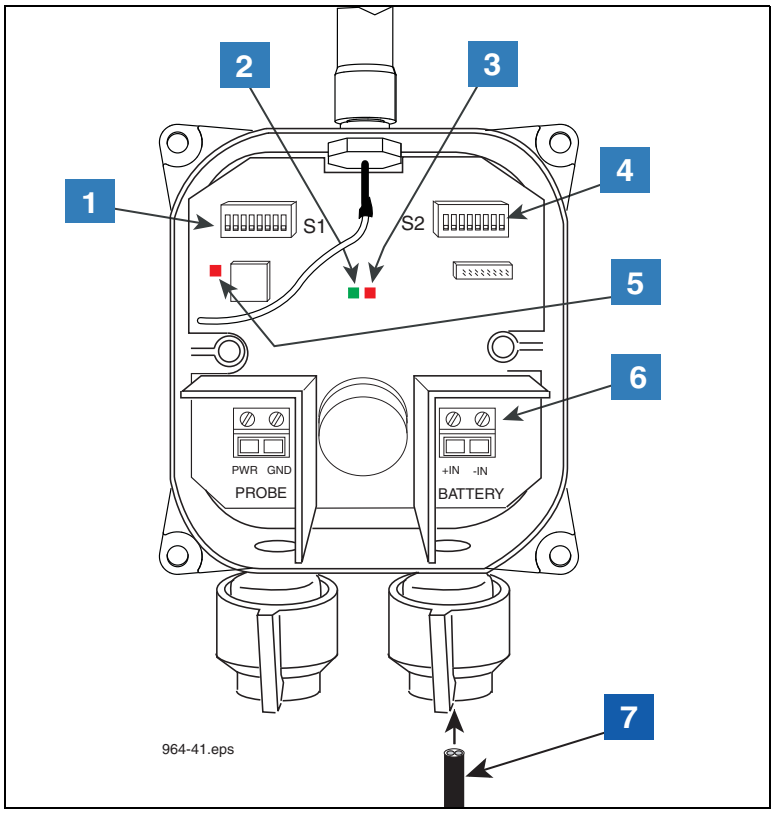

**Figure 5. Wiring The Battery Cable To The Transmitter**
e. Connect the battery pack/dc power cable to the BATTERY terminal block (white to +IN and black to -IN) as shown in Figure 5.
| LEGEND FOR NUMBERED BOXES IN Figure 5 | |
a. Connect the first Transmitter's battery cable to a battery pack; noting the Red LED should be flashing momentarily then followed by the Green LED (refer to item 2 and 3 in Figure 5). Since there is no Sensor connected, the two LEDs should be flashing. This is an indication a Sensor communication error and is acceptable at this step.